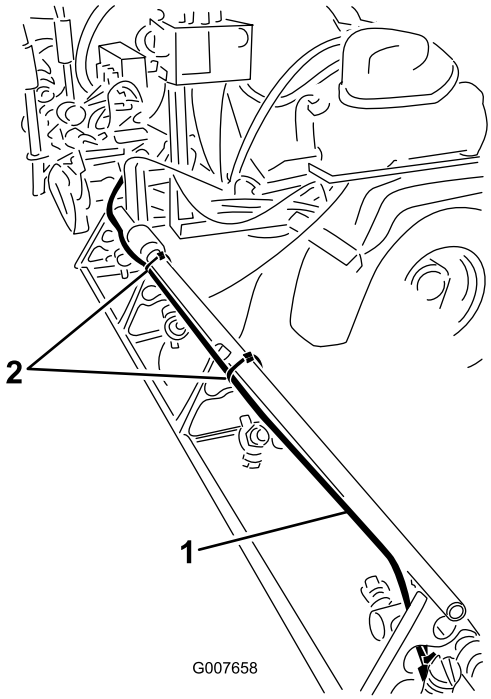

Figur 7
A. Dra skumslangen längs baksidan av den övre stödstången på den högra sprutrampen (Figur 7).